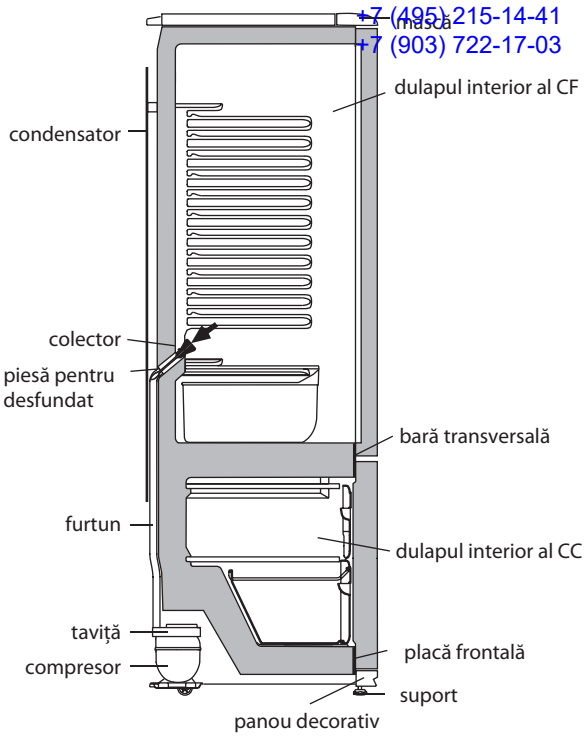

Figura 4 — Schema scurgerii apei rezultate în urma topirii din CF
2.2.1 În CF se foloseşte un sistem automat de dezgheţare. Bruma, care apare pe peretele din spate al CF, după deconectarea compresorului care lucrează în ciclu, se topeşte şi se transformă în picături de apă. Picăturile de apă rezultată în urma topirii se scurg în colector, apoi prin gaura acestuia şi prin furtun - în taviţa de pe compresor, în conformitate cu figura 4 şi se evaporă. Gaura colectorului este dotată cu o piesă pentru prevenirea înfundării sistemului de drenaj.
Prezenţa apei în colector indică înfundarea sistemului de drenaj. Pentru eliminarea înfundării folosiţi piesa corespunzătoare şi curăţaţi gaura colectorului, astfel ca apa să se scurgă liber în taviţă, apoi spălaţi piesa şi instalaţi-o în conformitate cu figura 4.
SE INTERZICE să utilizaţi frigiderul cu sistemul de scurgere înfundat. Apa care a apărut pe fundul CF sau care a ajuns în locul de alăturare a barei transversale şi a dulapului interior al CF, în conformitate cu figura 4, poate provoca coroziunea dulapului exterior al frigiderului şi elementelor agregatului frigorific, defectarea izolaţiei termice, formarea crăpăturilor dulapului interior şi defecţiunea frigiderului.
SE INTERZICE să decongelaţi congelatorul fără utilizarea elementului pentru drenare. Apa rezultată în urma topirii care se scurge din cameră afară de elementul pentru drenare, pătrunzând în locul de alăturare a plăcii frontale la dulapul interior în conformitate cu figura 4, poate provoca coroziunea dulapului exterior al congelatorului şi a elementelor agregatului frigorific, defectarea izolaţiei termice, formarea crăpăturilor dulapului interior şi defectarea dulapului frigiderului.